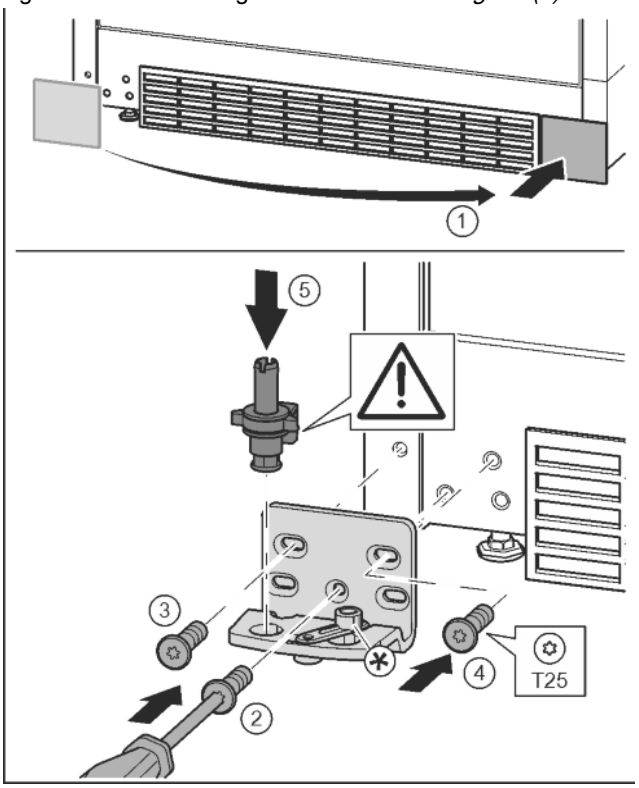

Fig. 17
- ▶ Remove the cover and fix it on the other side. *Fig. 17 (1)*
- ▶ Place the bearing bracket on the other side and screw in with the aid of a T25 screwdriver. Start with screw 2 at the bottom in the middle. *Fig. 17 (2)*
- ▶ Screw in screws 3 and 4. *Fig. 17 (3, 4)*
- ▶ Insert the bearing pin completely. Make sure that the catch mechanism is pointing to the rear. *Fig. 17 (5)*